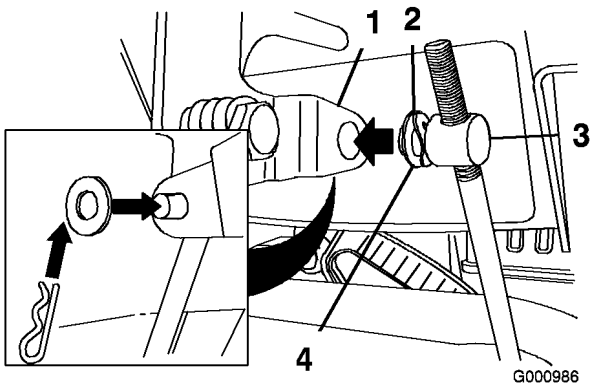

Figur 6
3. Fjern hårnålssplinten og den ytterste skiven fra vuggetappen på den øvre enden av hastighetskontrollstaget (Figur 6).
Merk: Du kan la den bølgede skiven og den flate skiven bli på vuggetappen for å gjøre installeringen litt enklere (Figur 6).
6. Løft opp på hastighetskontrollstaget, og sett inn vuggetappen i hullet i hastighetsvelgerspaken (Figur 6).